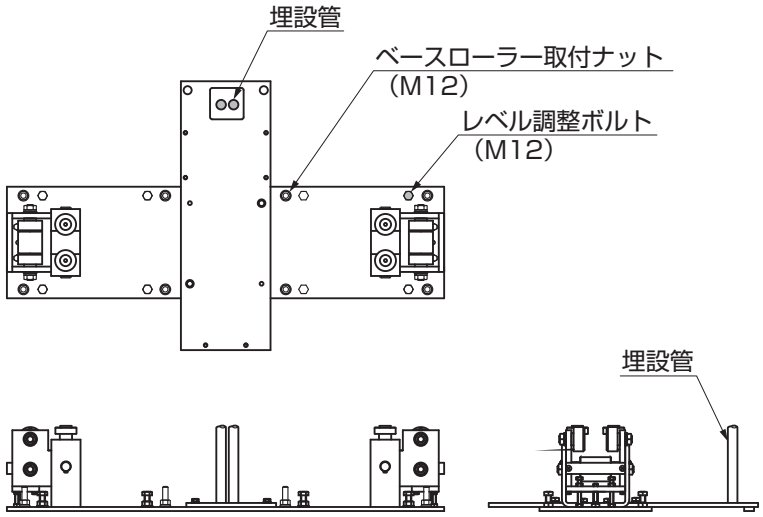

図3-1
①一番高いところを基点にして、他の7箇所の「ベースローラー取付ナット」を緩めてください。（図3-1参照）